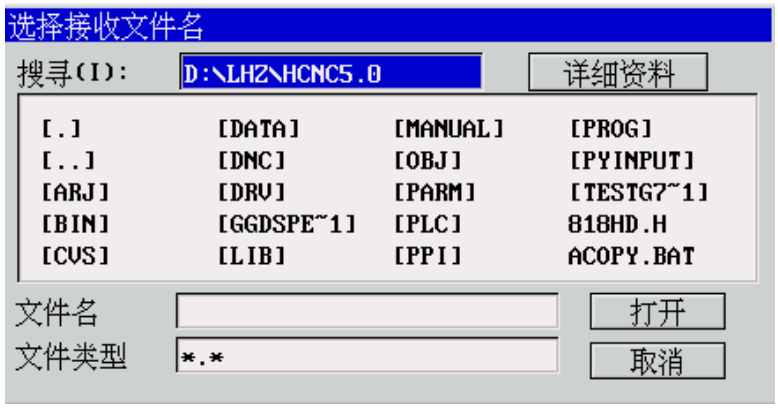

图 7.8.4 选择接收文件名
(2) 按 **Enter** 键，弹出如图 7.8.4 所示对话框；